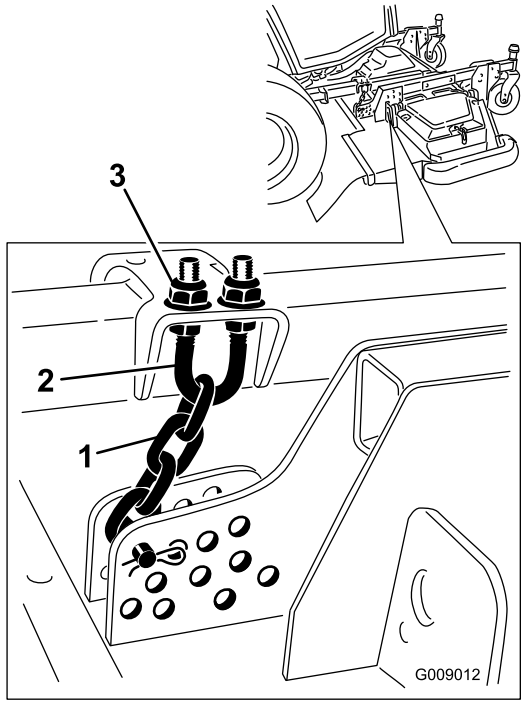

Bild 134
5. Lockern Sie die Klemmmuttern an der Ober- oder Unterseite des U-Bügels an der Schnitthöhenkette (Bild 134).